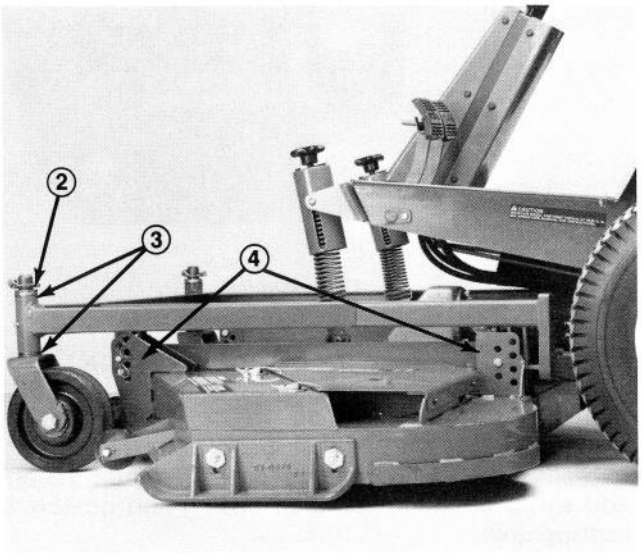
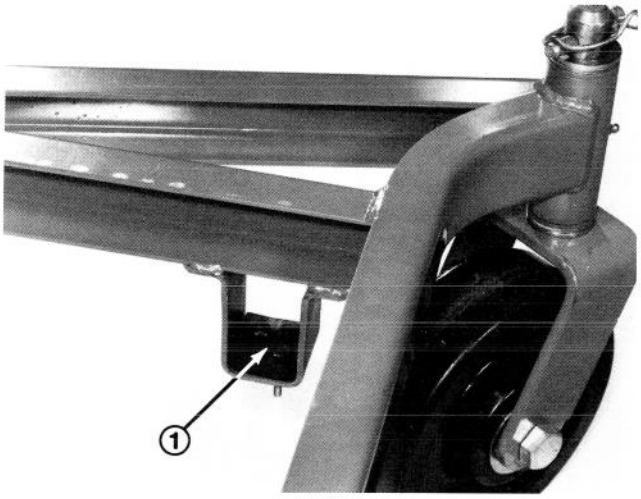

Figure 24
Figure 25
A. Cutting units usually operated at 1 to 2 in. (25 to 51 mm) height-of-cut should have the low side of the cutting unit raised. Remove the lynch pin securing castor wheel on low end (Fig. 24) and remove castor assembly.
1. Castor wheel (2)
2. Lynch pin (2)
4. Height of cut setting (4)
B. Transfer one thrust washer from top side of castor shaft to bottom, install castor assembly and compare blade height of all blades; refer to items 3 through 6. Continue adding thrust washers if height still does not meet requirements.
C. If cutting unit is operated at 2 to 4 in. (51 to 102 mm) height-of-cut, lower the high side of cutting unit. Remove lynch pin of castor at high end of unit and remove castor assembly (Fig. 24).
D. Transfer one thrust washer from bottom of castor shaft to top side, install assembly and compare blade height of all blades; refer to items 2 through 6. Repeat procedure if height still does not meet requirements.
8. Check to make sure front height-of-cut pins are resting properly on frame cushions (Fig. 25). If pins are not resting properly, place a shim or shims under cushion to raise it for proper alignment.